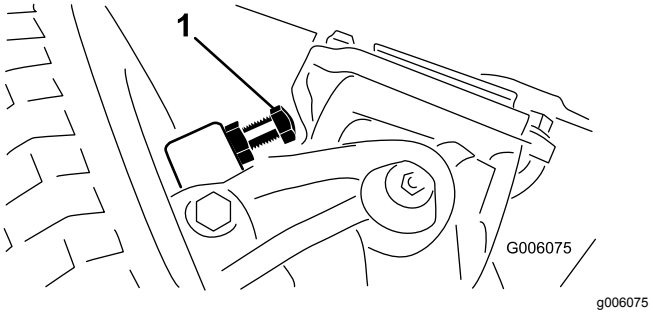

Figuur 67
1. Draai de bouten in of uit totdat de afstand 2,3 mm bedraagt; zie Figuur 67.